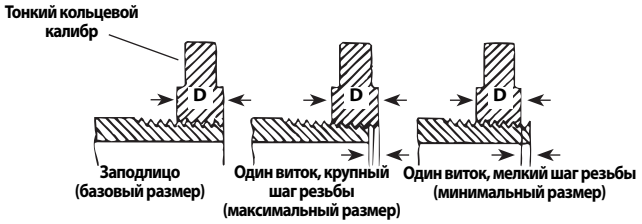

Рис. 16 – Проверка размера резьбы
3. Проверьте размер резьбы. Предпочтительным методом проверки размера резьбы является использование кольцевого калибра. Имеются различные типы кольцевых калибров, и их использование может отличаться от указанного в *рис. 16*.